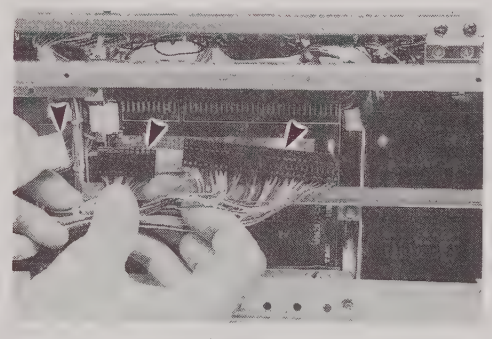

Fig. 5-6
6. Remove 3 cable connectors from SUB MOTHER Board (side of HEAD AMP). (See Fig. 5-6)